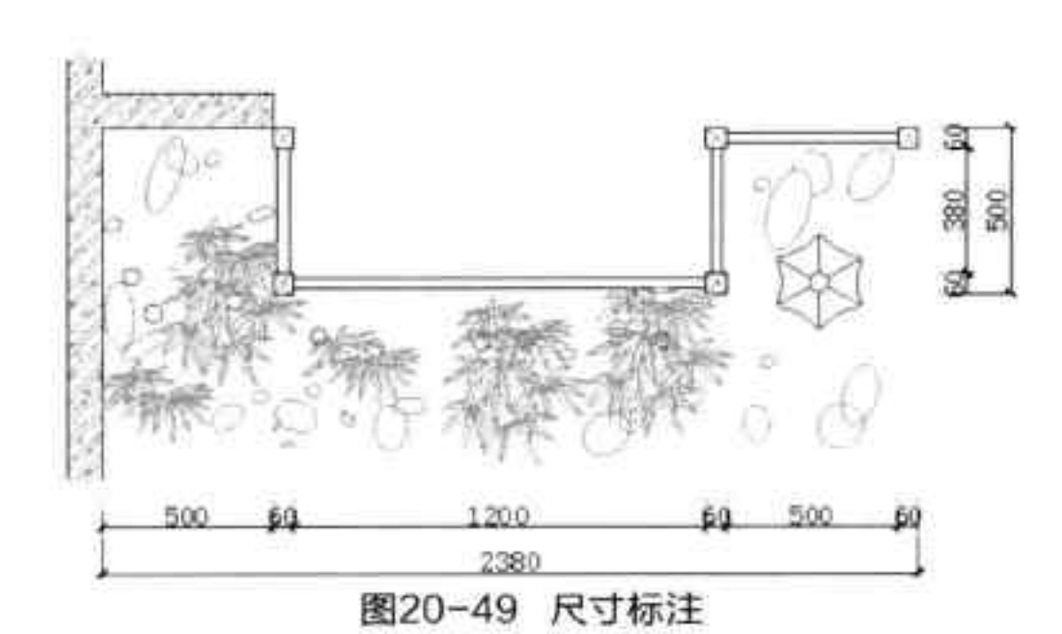

图20-49 尺寸标注
Step 19 执行“线性”命令，对图形进行尺寸标注，如图 20-49 所示。